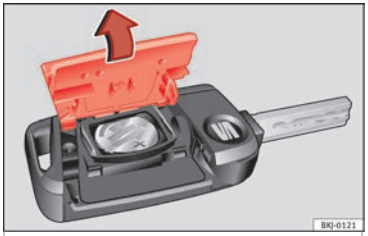

Fig. 137 Vehicle key: opening the battery compartment.
- Remove the cover from the back of the vehicle key ››› Fig. 137 in the direction of the arrow ››› ❗.
- Fit the cover as shown ››› Fig. 137, pressing it onto the vehicle key casing in the opposite direction to that shown by the arrow until it clicks into place.